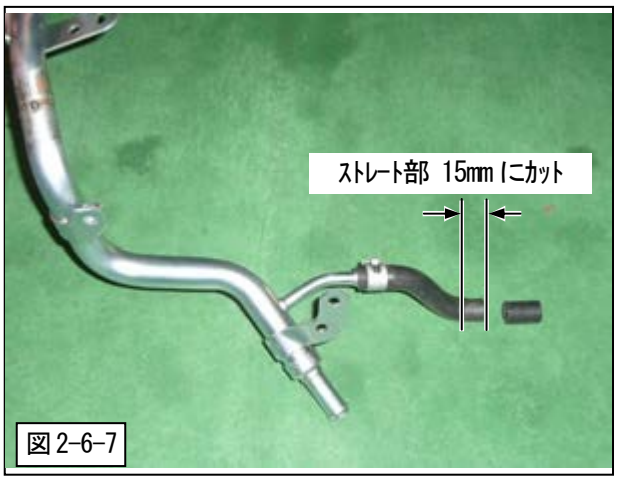

図 2-6-7
(7) 図の純正ホースを加工して純正ウォータパイプに取付けてください。(図 2-6-7)
(8) 図のように水配管を行なってください。(図 2-6-7、2-6-8)